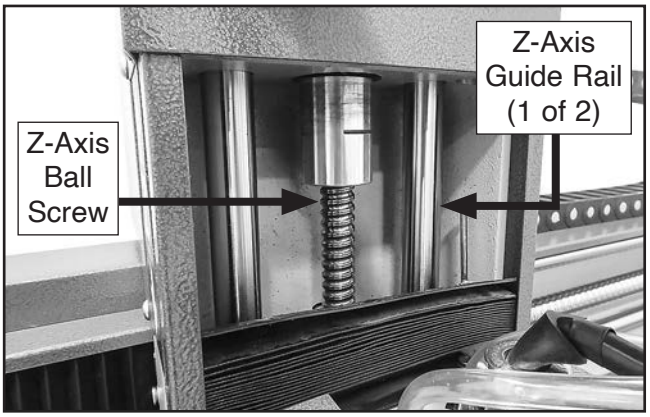

Figure 42. Example of Z-axis ball screw and guide rail components.
4. Pull down spindle dust cover and clean Z-axis ball screw with brush and mineral spirits to remove contamination (see **Figure 42**).
5. Clean Z-axis guide rails with clean rag dipped in mineral spirits to remove grime and old lubrication (see **Figure 42**).